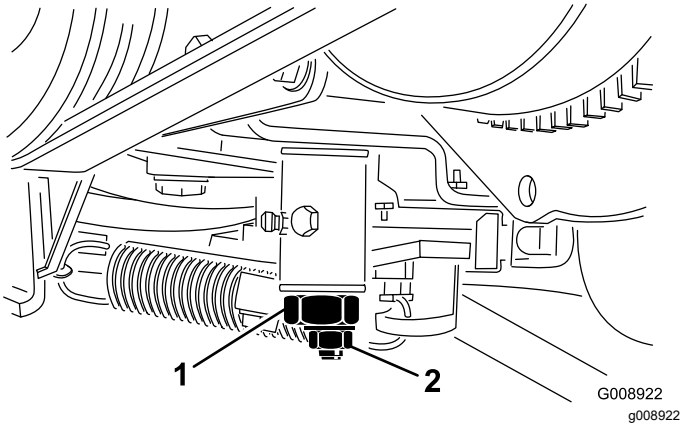

Figuur 57
3. Draai de borgmoer op de afstelnok van de tractie los (Figuur 57).